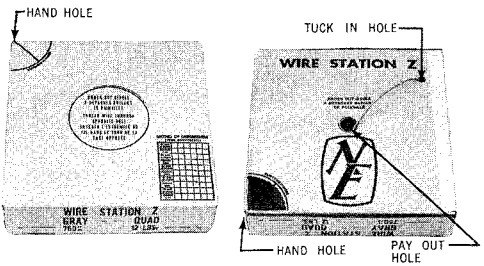

Fig. 1 — Feeding Jacketed Wire
1.02 This section is reissued to revise Fig. 1 to show hand holes in the carton to provide easier handling.
(1) Punch out perforated holes from carton.
(2) Place carton on floor and feed wire from centre of coil (Fig. 1).
(3) Use small hole to tuck in wire after use of coil.